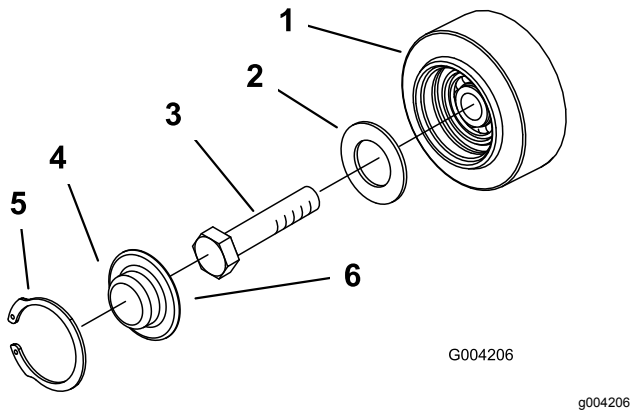

**Figur 49**
3. Ta bort låsringen och hatten från väghjulet (Figur 49).
4. Kontrollera smörjningen under hatten och runt packningen (Figur 49). Om den är smutsig, sandig eller förbrukad gör du rent så att allt fett försvinner, byter packningen och smörjer igen.